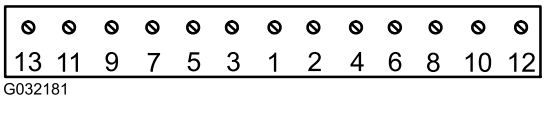

Rysunek 63
6. Dokręć śruby z momentem 25,4 N·m w kolejności wskazanej na Rysunek 63.